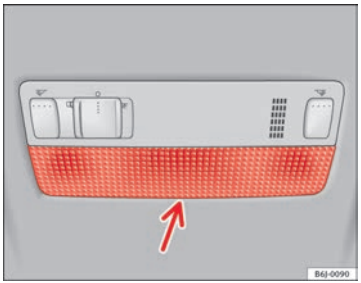

Fig. 156 Front reading light
– Insert a fine screwdriver between the casing and the glass ⇒ fig. 156.